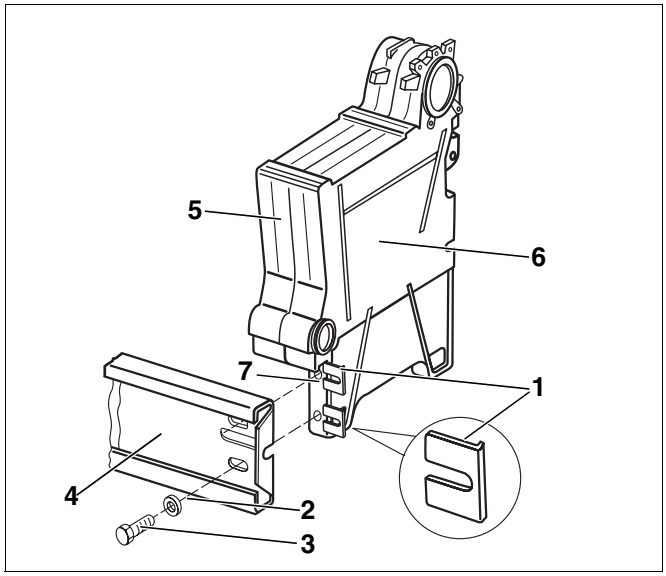
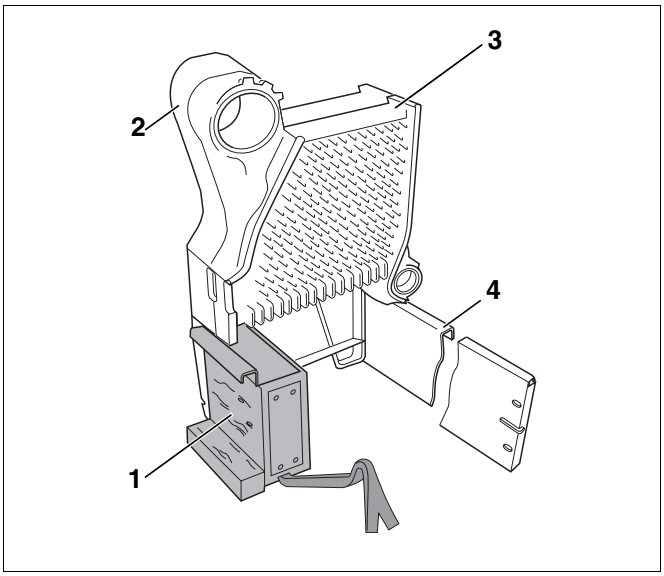

Afb. 13 Bodemrails monteren
Afb. 14 Ketelelementen met gemonteerde montagehulp
- Plaats de schoen voor de elementvoet (afb. 13, **pos. 1**) op de voet van het eindelement (afb. 13, **pos. 7**).
- Schroef de bodemrails (afb. 13, **pos. 4**) met de zeskantbouten M8 × 30 (afb. 13, **pos. 3**), de vulringen (afb. 13, **pos. 2**) en de moeren aan de voet van het eindelement (afb. 13, **pos. 7**).
Het gedeeltelijke ketelblok (het eindelement (afb. 13, **pos. 6**) en het eerste middenelement (afb. 13, **pos. 5**)) moeten tijdens het samennippelen gesteund worden, zodat ze niet kunnen omvallen. Maak voor het ondersteunen van het gedeeltelijke ketelblok gebruik van een montagehulp (afb. 14, **pos. 1**, pagina 20).
De montage van het ketelblok wordt hier met een montagehulp gedemonstreerd (afb. 14, **pos. 1**).
- Plaats het eindelement (afb. 14, **pos. 2**) met het eerste middenelement (afb. 14, **pos. 3**) op het fundament en kantel het een beetje.
- Schuif de montagehulp (afb. 14, **pos. 1**) onder de ketelelementen en zet de ketelelementen voorzichtig neer.